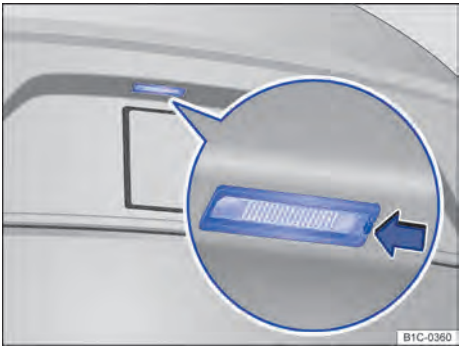

Fig. 186 No para-choque traseiro: lanterna da placa de licença.
2.	Com a lâmina plana da chave de fenda das ferramentas do veículo ⇒ Página 285, pressionar no sentido da seta no entalhe da lanterna da placa de licença ⇒ Fig. 186.